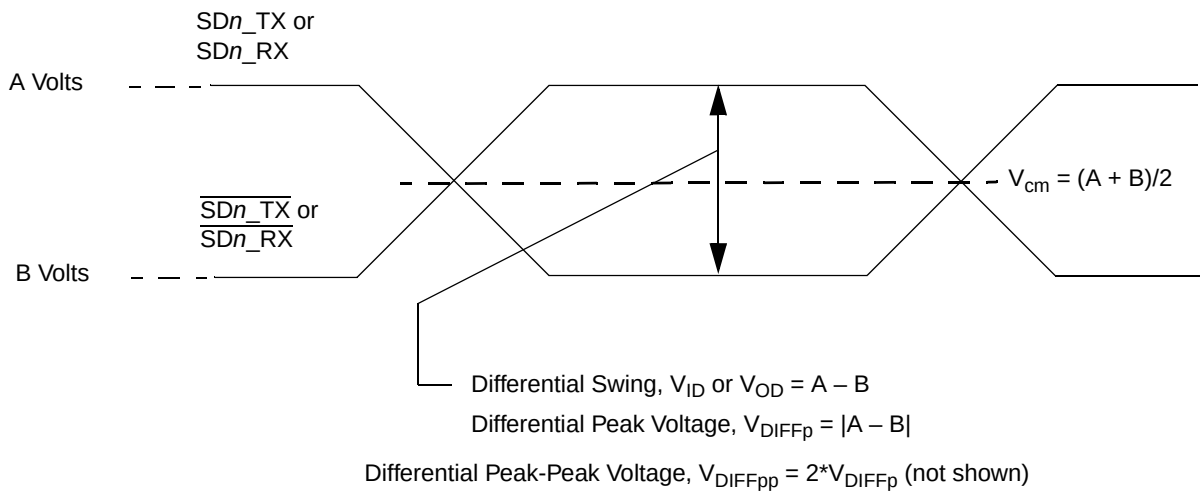

Figure 43. Differential voltage definitions for transmitter or receiver
Figure 43 shows how the signals are defined. For illustration purposes, only one SerDes lane is used for description. Figure 43 shows the waveform for either a transmitter output (SD*n*_TX and $\overline{\text{SD}n\text{_TX}}$) or a receiver input (SD*n*_RX and $\overline{\text{SD}n\text{_RX}}$). Each signal swings between A Volts and B Volts where A > B.
6. **Differential waveform:** The differential waveform is constructed by subtracting the inverting signal ($\overline{SDn_TX}$, for example) from the non-inverting signal (SD*n*_TX, for example) within a differential pair. There is only one signal trace curve in a differential waveform. The voltage represented in the differential waveform is not referenced to ground. Refer to Figure 43 as an example for differential waveform.